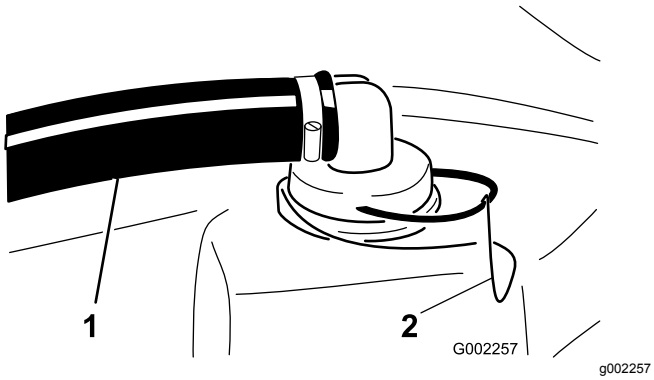

Figur 66
2. Fjern holderen som fester slangekoblingen som er festet til den store slangen fra sugefilterhuset øverst på tanken (Figur 66).
3. Fjern slangen og slangekoblingen fra sugefilterhuset (Figur 66).